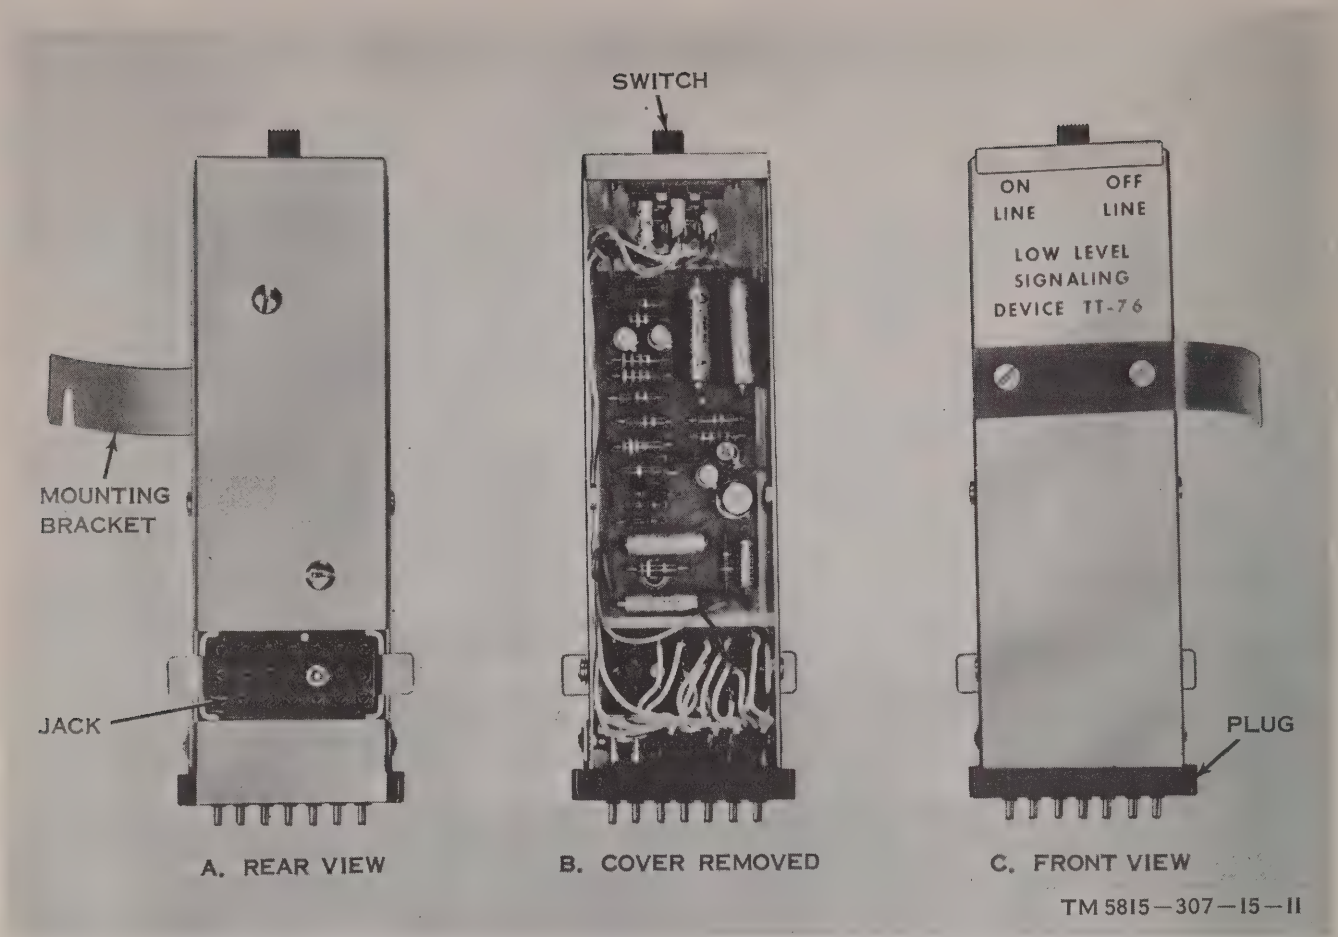

Figure 1-8. Low Level Signaling Device TT-523/GGC.
n. Low Level Signaling Device TT-523/GGC- (fig. 1-8). The TT-523/GGC contains the circuitry required to control the rfi characteristics of the supervisor's reperforator. The TT-523/GGC is used for off-line operation only; that is, for the *local* preparation of tape when the reperforator is used in a tactical assemblage which handles and processes classified messages. The TT-